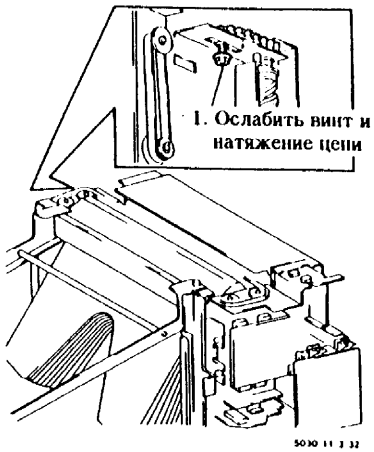

Рис. 6. Ослабление цепи привода ячеек
6. (Рис. 6): Ослабить натяжение цепи привода ячеек.